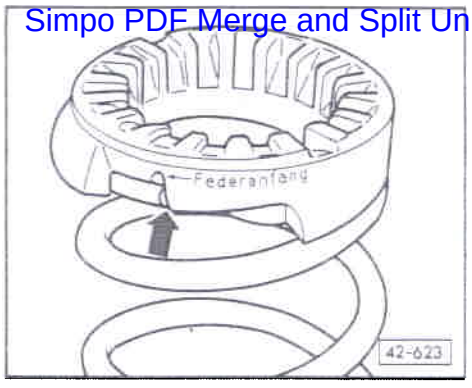

Fig. 1 Plaque-tendeur de ressort : position de montage
- ♦ Position de montage => fig. 1